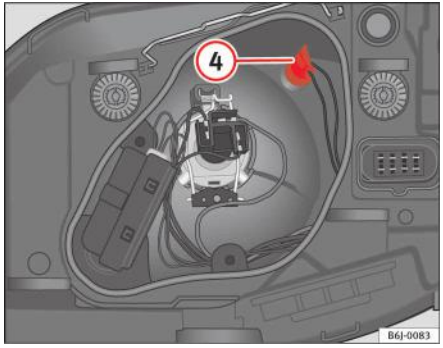

Fig. 142 Lămpile de poziție laterale
– Scoateți soclul lămpii (4) ⇒ pagina 228, fig. 142.